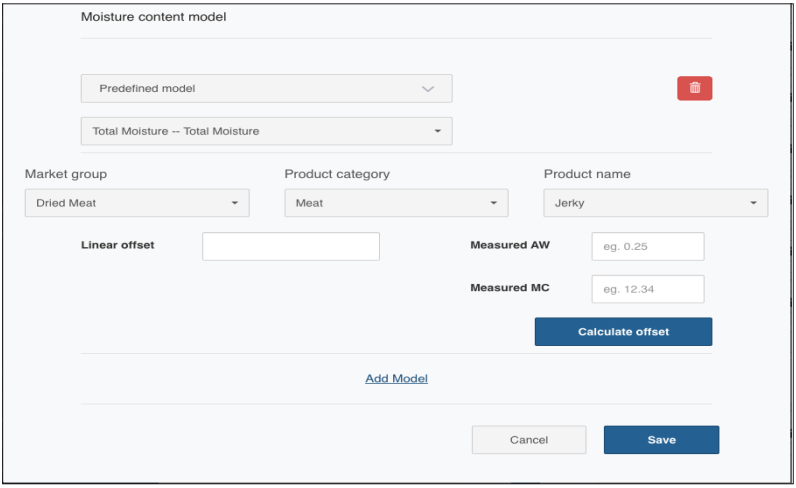

Figure 14 Predefined model
a. In the dropdown box below the Moisture Content Model heading, select the Predefined model option (Figure 14).